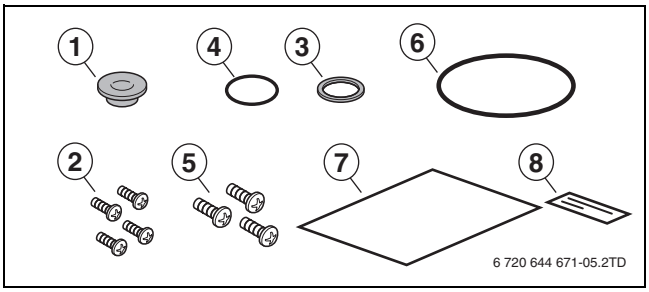

Fig. 13
表3 图 13 的供货范围，第 44 页
- ▶ 根据表 4 中的燃气类型装入新的燃气喷嘴包括新的 O 形圈 （→ 图 13， [1 + 2]，第 44 页）。